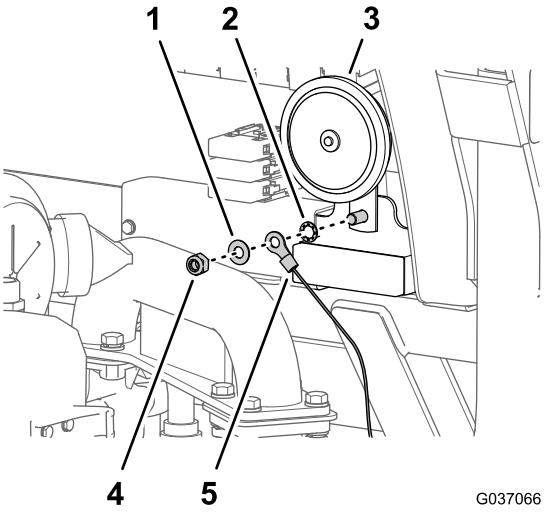

Figure 33
1. Au dos du tablier, retirez le contre-écrou et la rondelle qui fixent l'avertisseur sonore au panneau électrique (Figure 33).
2. Assemblez le contre-écrou, la rondelle et la cosse à anneau du faisceau de relais, ainsi que la rondelle frein sur le boulon, comme montré à la Figure 33, et serrez l'écrou et le boulon à un couple de 23 à 29 N·m.